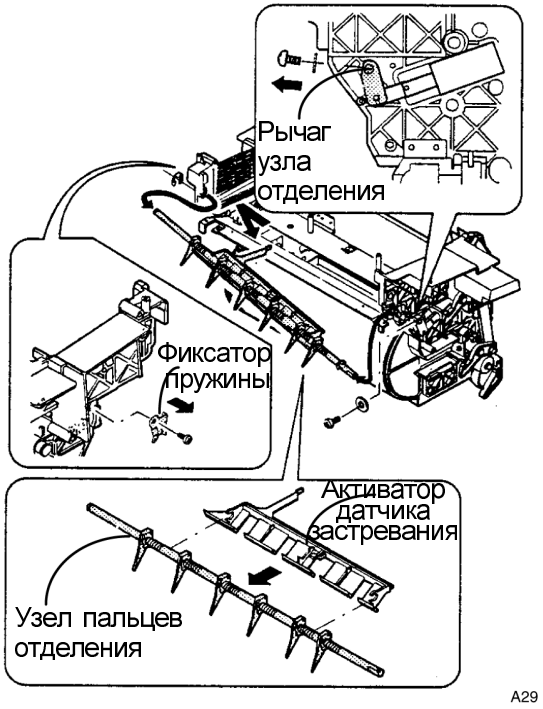

Рисунок 2. Снятие узла пальцев отделения
4. (Рисунок 2): Отверните винт и снимите фиксатор пружины.